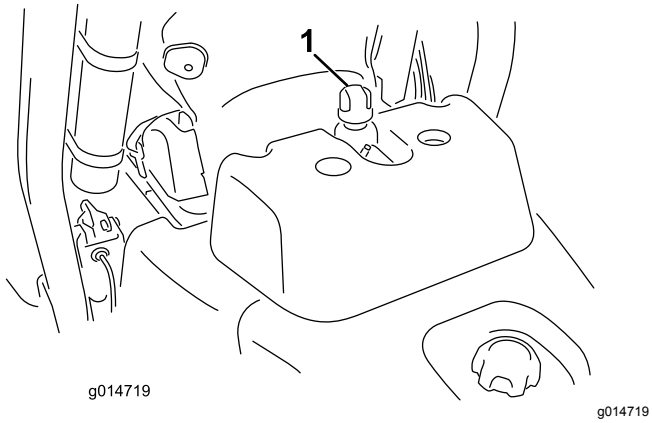

**Rysunek 32**
2. Odkręć korek zbiornika (Rysunek 32).